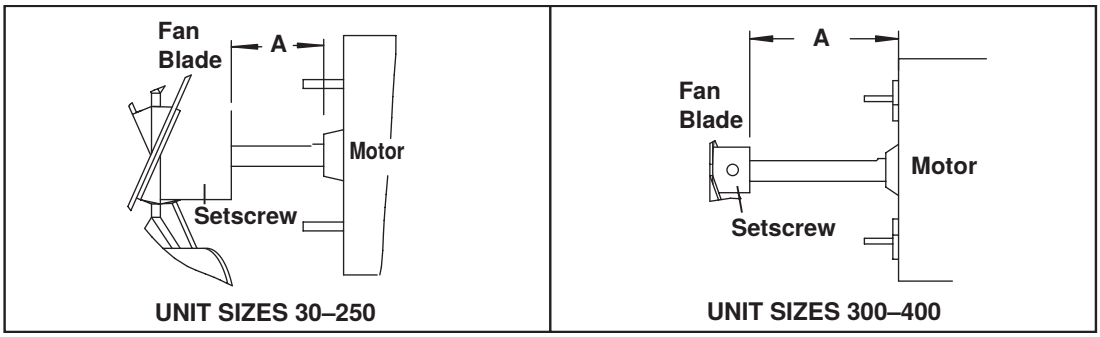

**Figure 24. Fan and Motor Spacing (Refer to Table 23)**
6. Ensure that fan is in proper position on shaft (see **Figure 24**), that setscrew is tightened in accordance with torque listed in **Table 23**, and that nuts securing motor to fan guard are torqued to to 30 inch-pounds.
*See **Figure 24**.